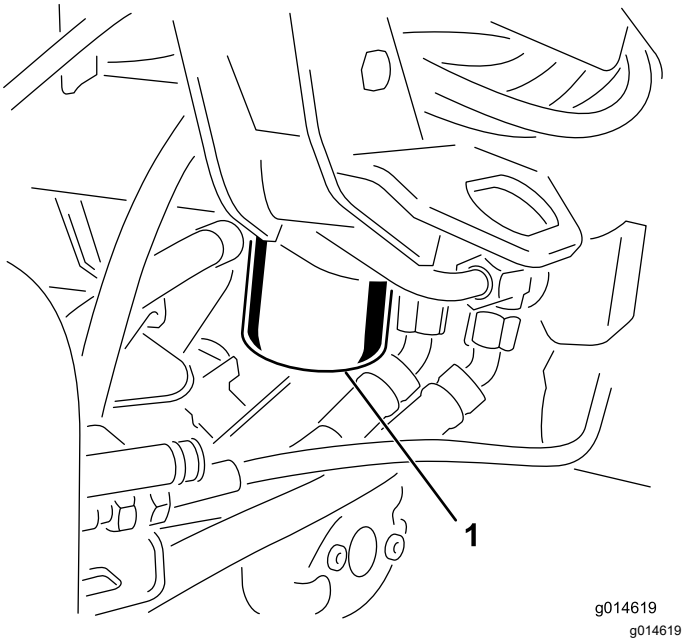

Figuur 39
3. Plaats een opvangbak onder het hydraulische filter aan de rechterkant van de machine (Figuur 39).
5. Verwijder het oude hydraulische filter van de filterkop en monteer snel het nieuwe hydraulische filter (Figuur 39) door het met de hand erop te draaien tot de pakking contact maakt met de filterkop. Draai het filter dan nog eens ¾ slag vast.